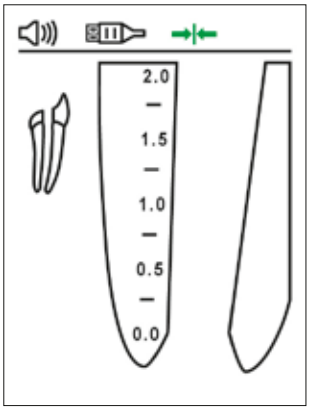

Fig. 4
- O símbolo de "ligação" deve aparecer na barra de estado do visor, indicando que a ligação está correta (Fig. 4).